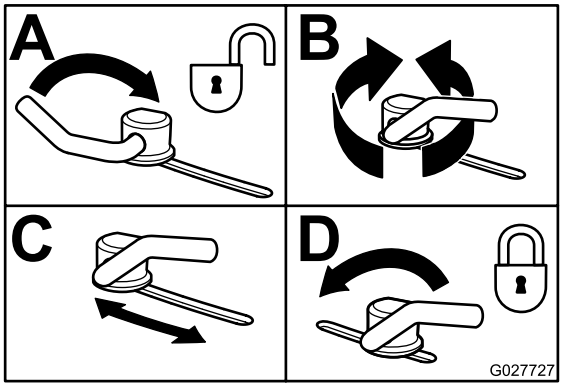

Figur 38
3. Justera kamlåsen genom att svänga upp spaken för att lossa kamlåset (Figur 38).
5. Sväng tillbaka spaken för att dra åt skärmen och kamlåsen (Figur 38).